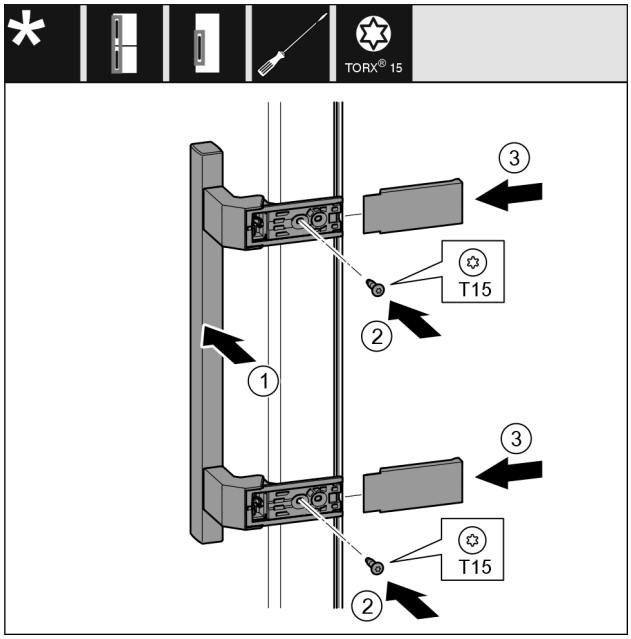

Fig. 9
▶ Sätt handtag på plats på motsatta sidan. *Fig. 9 (1)*
▶ Skruva fast skruvar med skruvmejsel T15. *Fig. 9 (2)*
▶ Sätt skydden på plats på sidan och skjut på dem. *Fig. 9 (3)*